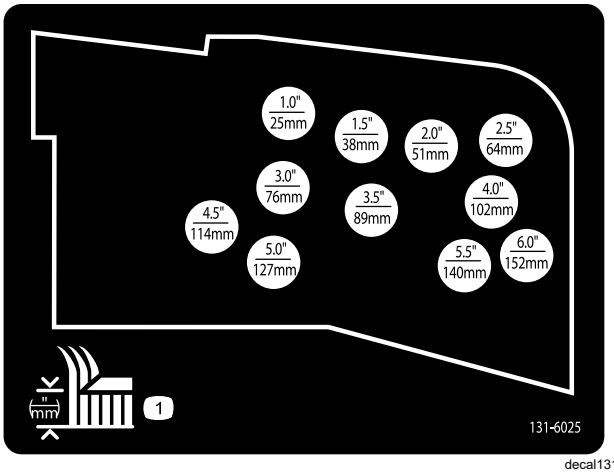

Figur 21
10. Montera klipphöjdskedjorna i önskat klipphöjdshål med hjälp av sprintbulten och hårnålssprinten (Figur 21).